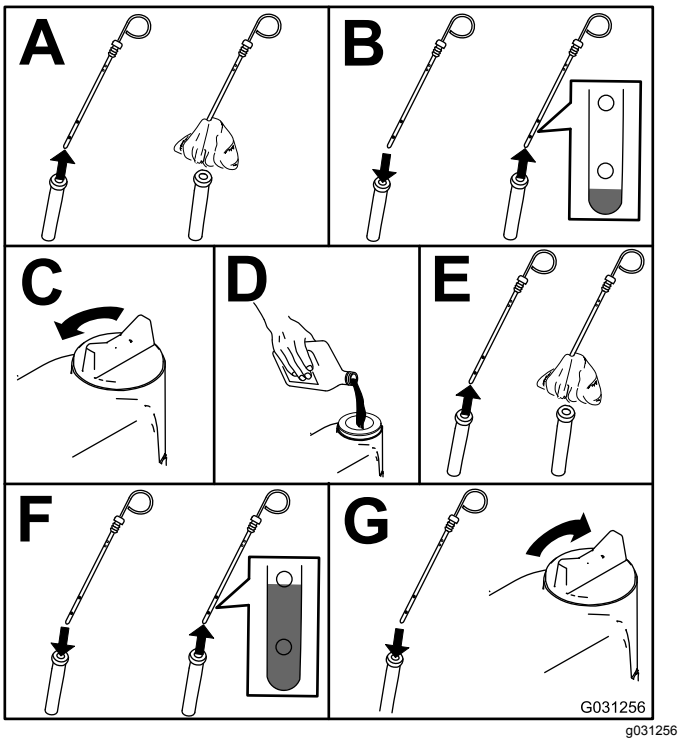

Figuur 78
2. Motoroliepeil controleren (Figuur 78).